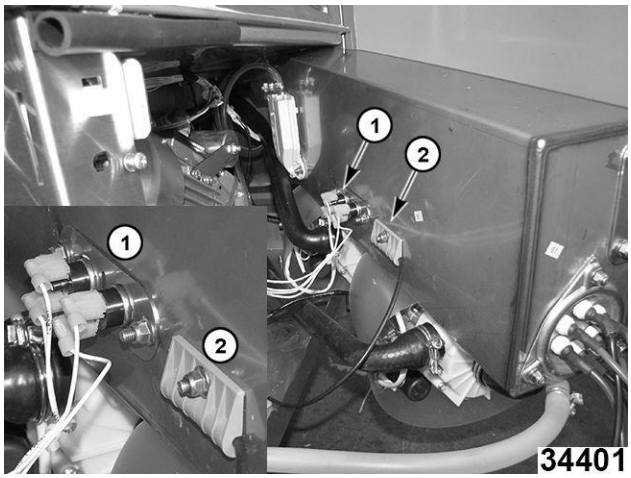

Fig. 108
11. **Reemplace el (los) límite (s) alto (s)** quitando dos contratuercas y el soporte (1, Fig. 108).
12. **Reemplace el sensor de temperatura (termistor)** aflojando la tuerca de bloqueo (2, Fig. 108) on holder and sliding out old sensor and sliding in new sensor.